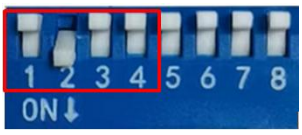

图 6.36 外部模拟量开环拨码开关设置
- 将拨码开关设置为 SW4=OFF（选择开环运行模式），SW1=OFF，SW2= ON，SW3= OFF（选择外部模拟量控制方式），如**图 6.36**。